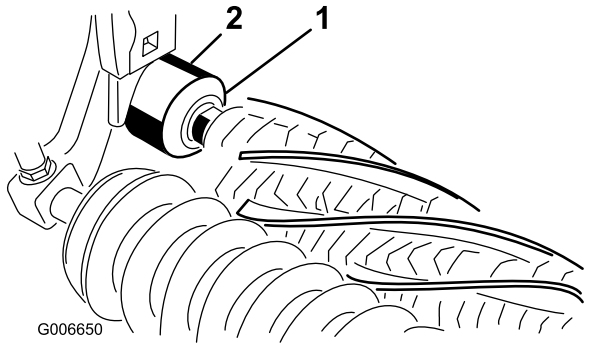

Figur 10
19. Kontrollera att kanten på alla utestängningstätningar har lätt kontakt med alla lagerhus (Figur 10).